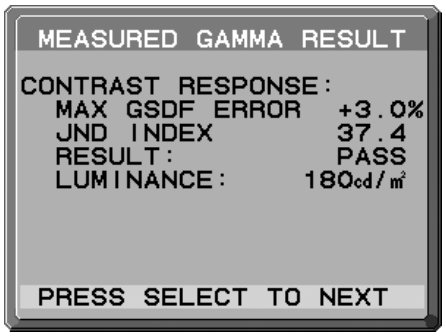

Figure D.2
4. Le message RESULTAT MESURE GAMMA s'affiche **(Figure D.2)**. Vous pouvez définir la DATE et l'HEURE grâce aux touches de commande. Appuyez ensuite sur SELECT.